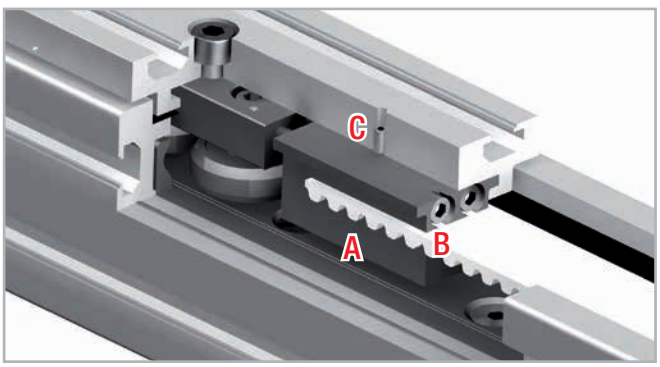

Abb. 33
1. Lösen Sie die Sicherungsschrauben C (oben auf der Läuferplatte) von der Riemenspannvorrichtung A (s. Abb. 33).